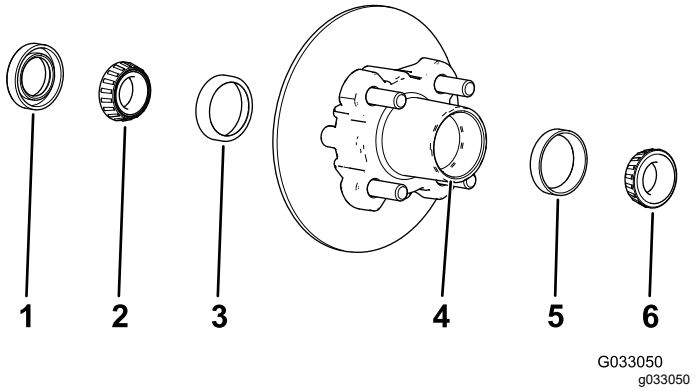

Figuur 32
1. Verwijder het buitenste lager en de loopring van het lager van de naaf (Figuur 32).
2. Verwijder de afdichting en het binnenste lager van de naaf (Figuur 32).
5. Verwijder alle vuil en vet uit de holte van de naaf (Figuur 32).
7. Vul de holte van de naaf voor 50 tot 80% met het aanbevolen smeermiddel (Figuur 32).
8. Monteer het binnenste lager op de loopring aan de binnenkant van de naaf en monteer de afdichting (Figuur 32).